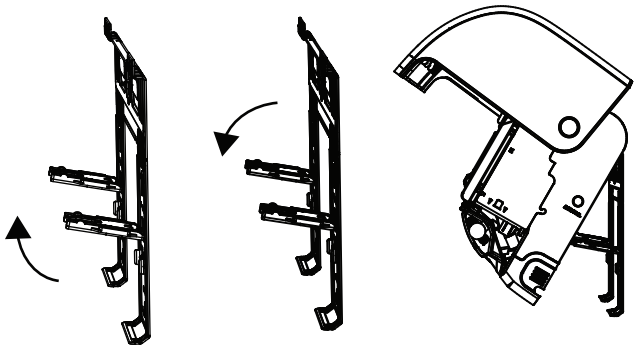

Abb. 4.7
2. Öffnen Sie die Frontblende der Inneneinheit indem Sie die Schrauben gemäß Abb. 4.7 lösen, so dass Sie ausreichend Platz für den Anschluss der Kabel haben.